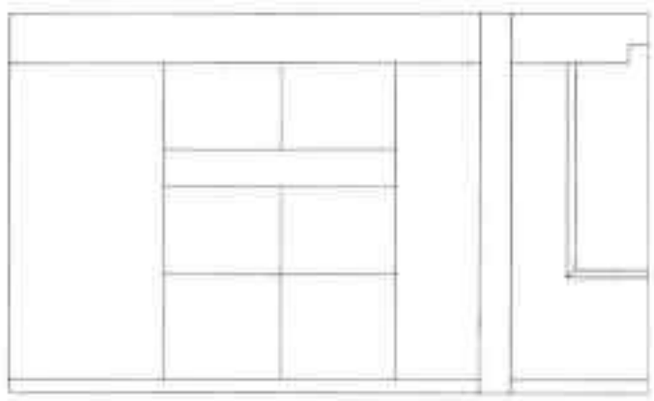

图19-90 修剪图形
Step 07 执行“修剪”命令，对偏移后的图形进行修剪，如图 19-90 所示。